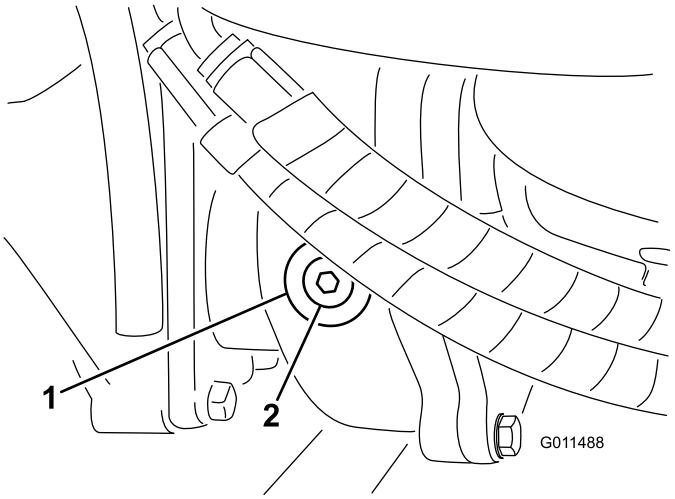

Figur 61
2. Fjern kontrol-/påfyldningsproppen fra venstre side af gearkassen, og sørg for, at oliestanden når op til bunden af hullet (Figur 61).